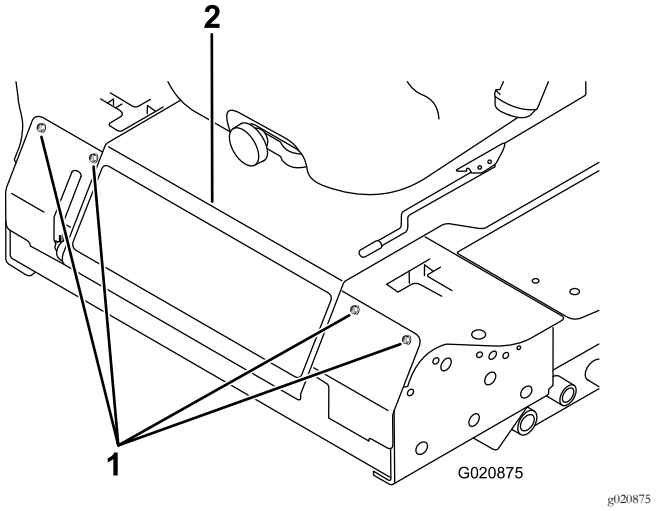

Rysunek 57
3. Usuń śruby mocujące panel przedni i zdejmij go (Rysunek 57).